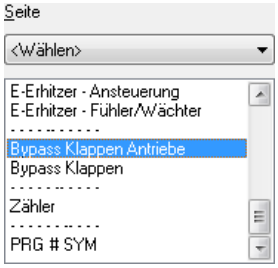

Bild 27.72 – Die umgestellte Liste der Seiten
- Nachdem Sie bestätigt haben, wird die neue Ordnung auf die Rubrikenliste der Seiten übertragen (Abb. 27.72).